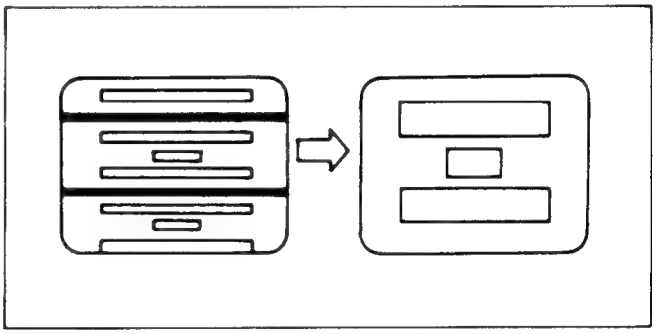

Fig. C40
(1) Aim the camera at the gray scale chart.
(2) Adjust the Vertical Size (VR701) so the Vertical Size is correct and the picture does not roll as shown in Fig. C40.